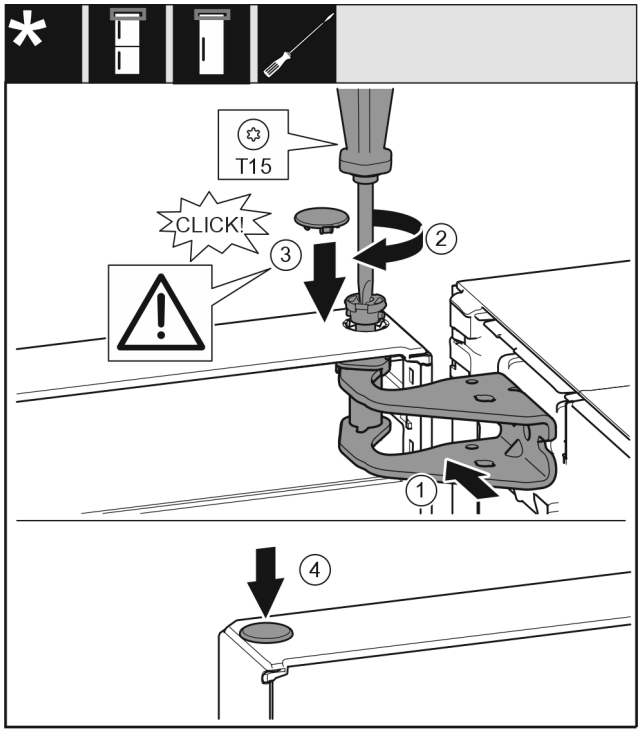

Fig. 21
- ▶ Align the top door with the opening in the swap bearing block *Fig. 21 (1)*.
- ▶ Insert the bolt *Fig. 21 (2)* and use screwdriver to tighten it.
- ▶ Insert the cover *Fig. 21 (3)*.
- ▶ Check that the cover *Fig. 21 (3)* is resting on the door.
- ▶ Insert the cover *Fig. 21 (4)*.